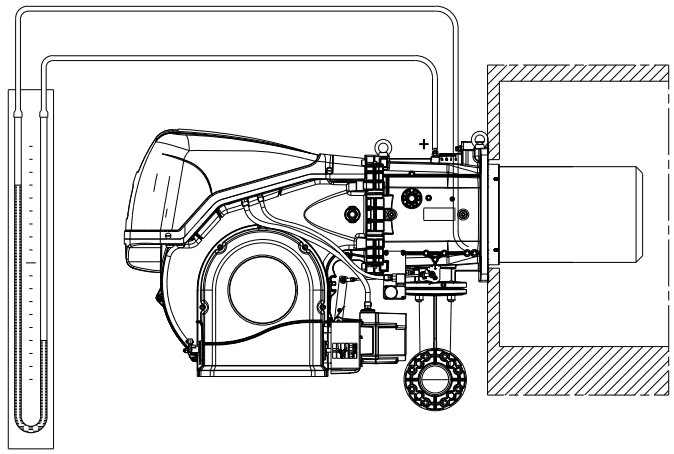

Fig. 28
- ➤ Montare un manometro a U o un manometro di tipo differenziale (Fig. 28), con presa (+) sulla pressione del gas del manicotto e (-) in camera di combustione.
L'arrivo del gas al manicotto è evidenziato dal manometro ad U (Fig. 28).
A titolo orientativo può essere ricavata dalla Tab. K a pag. 25, basta leggere la pressione del gas sul manometro a U, vedi Fig. 28 a pag. 27, e seguire le indicazioni.